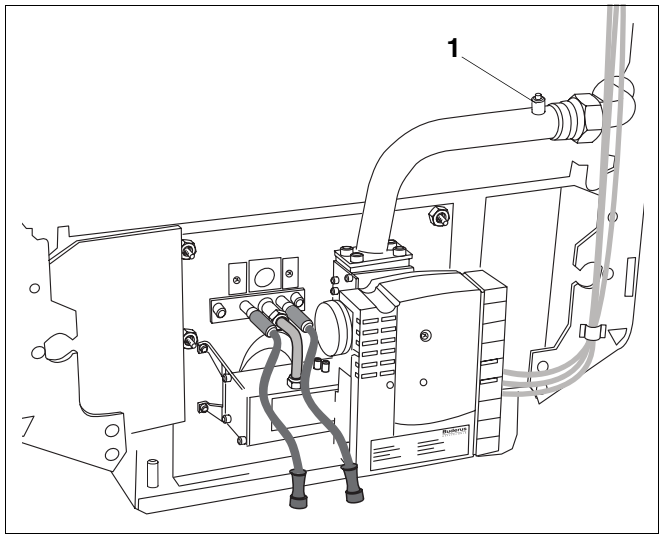

Rys. 30 Palnik gazowy
- Odkręcić śrubę zamykającą króciec kontrolny (rys. 30, **poz. 1**).